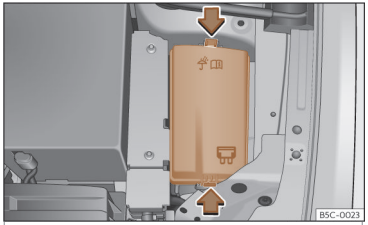

Fig. 52 Nel vano motore: coperchio della scatola dei fusibili.
- Premere le linguette di blocco per sbloccare il coperchio della scatola dei fusibili ››› fig. 52.